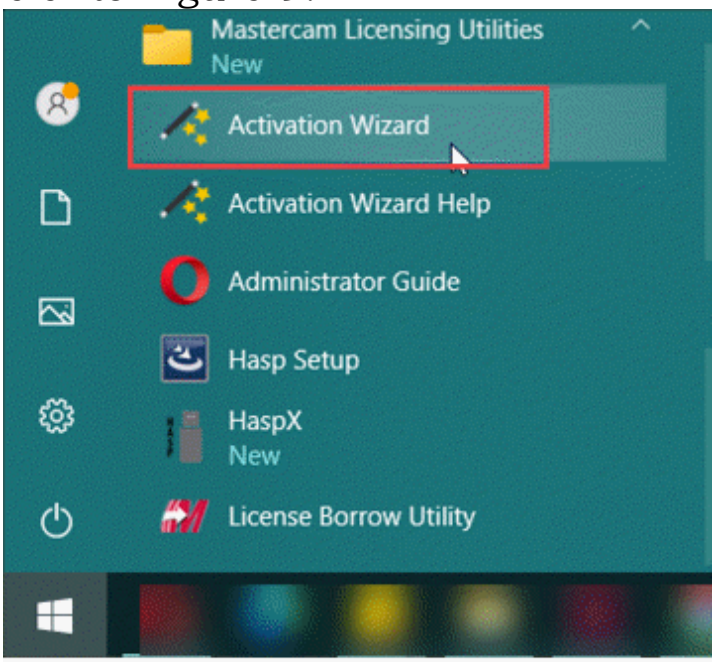

Figure-7. Activation Wizard application
- Click on the **`Activation Wizard`** tool from the **`Mastercam Licensing Utilities`** folder in the **`Start`** menu; refer to Figure-7. The **`Mastercam Product Activation Wizard`** dialog